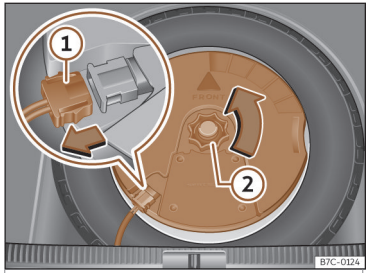

Fig. 209 En el maletero: desmontar el subwoofer.
• Desconecte el cable del altavoz *subwoofer* ››› **fig. 209** ①.
• Gire la ruedecilla de fijación en sentido contrario a las agujas del reloj››› **fig. 209** ②.